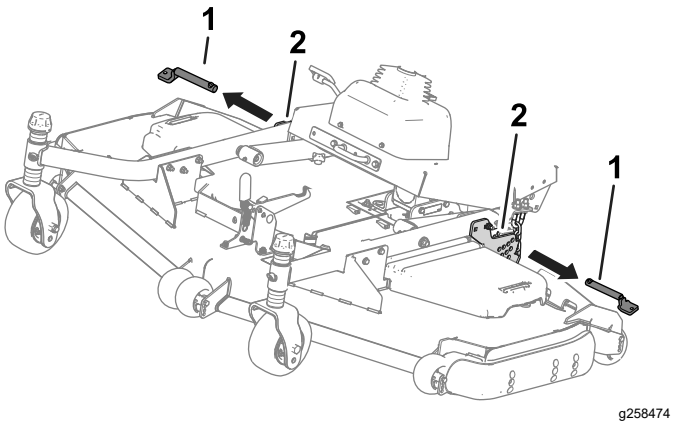

**Figura 38**
4. Rimuovete i perni dalle piastre dell'altezza di taglio (Figura 38).